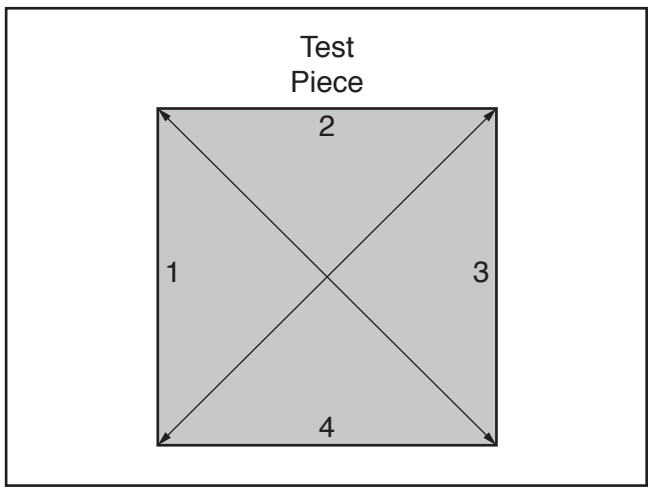

Figure 158. Diagonals to measure on test piece.
6. Measure test piece diagonally from corner-to-corner, as shown in **Figure 158**.